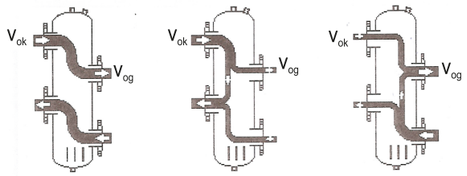

Rys.1 Rys.2 Rys.3
1) gdy strumień objętości wody w obiegach kotłowych jest równy strumieniowy objętości po stronie obiegów grzewczych (rys.1) **($V_{ok}$=$V_{og}$),** wówczas cały strumień przepływa na wprost przez rozdzielacz hydrauliczny; teoretycznie sytuacja taka wstępuje w warunkach obliczeniowych.